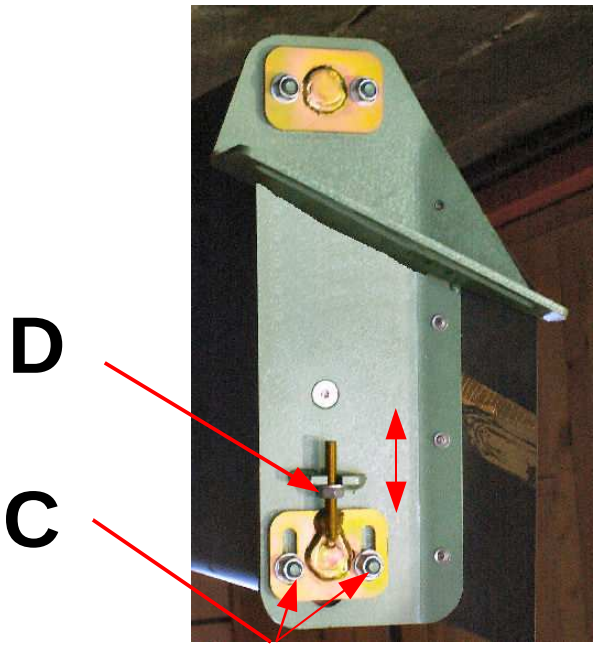

Figure 61
- Dévissez les vis (repère C, figure 61), de chaque côté du tapis.
- Visser ou dévisser l'écrou (figure 61, repère D) afin de tendre ou détendre le tapis.